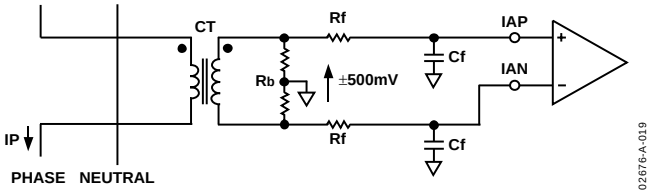

Figure 19. Typical Connection for Current Channels
Figure 19 shows a typical connection diagram for the current channel (IA). A current transformer (CT) is the current transducer selected for this example. Notice the common-mode voltage for the current channel is AGND and is derived by center tapping the burden resistor to AGND. This provides the complementary analog input signals for IAP and IAN. The CT turns ratio and burden resistor Rb are selected to give a peak differential voltage of ±500 mV at maximum load.